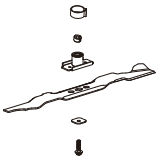

Fig.15B
- Coloca el adaptador para cuchillas en el cigüeñal (Fig.15B)
- Alinea la arandela sobre la hoja e inserta el perno hexagonal. Ajusta el perno hexagonal al par de torsión (Fig. 15B/C)